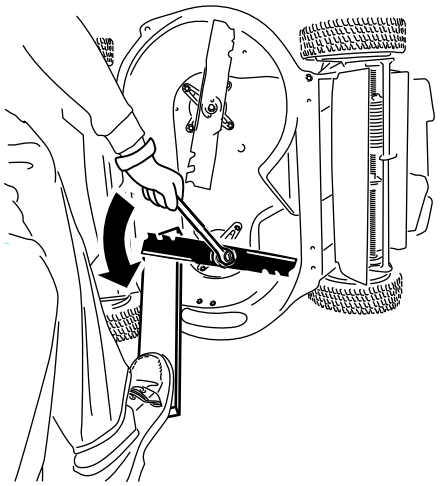

Figura 29
1. Utilice un bloque de madera para inmovilizar cada cuchilla y gire el perno de la cuchilla en el sentido contrario a las agujas del reloj, según se muestra en Figura 29.